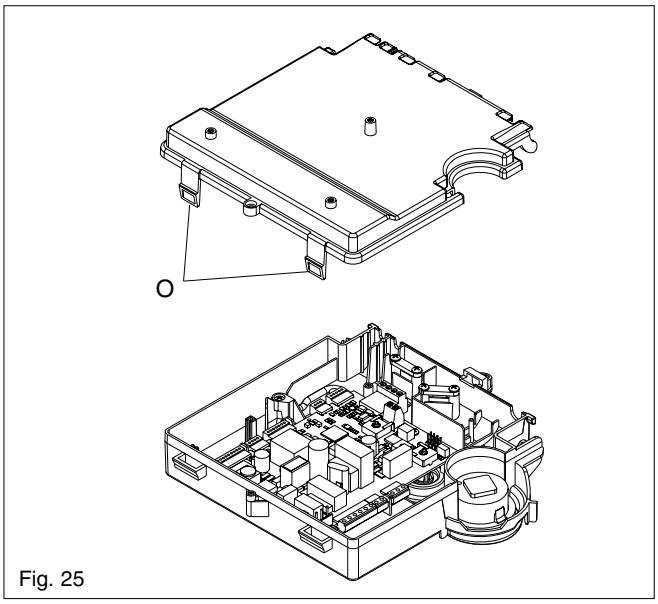

Fig. 25
6.10 PRINTED CIRCUIT BOARD (fig. 25)